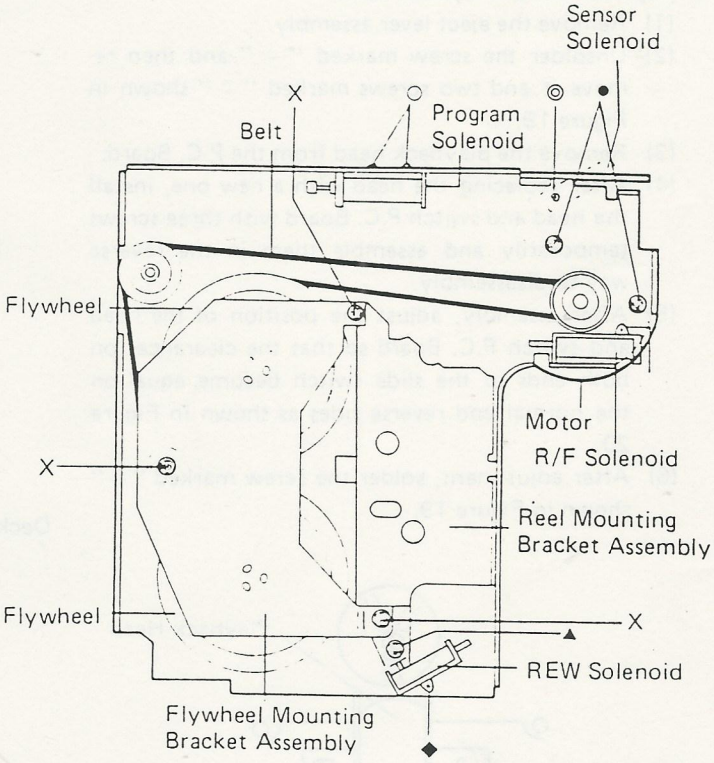

Figure 22
(1) Remove two screws marked " ● " shown in Figure 22.
(1) Remove two screws marked " ◎ " to take off the program solenoid shown in Figure 22.
(2) After replacing the program solenoid with a new one, install it in the reverse way to disassembly.
(1) Remove the screw marked " ◇ " to take off the R/F solenoid shown in Figure 22.
(2) After replacing the R/F solenoid with a new one, install it in the reverse way to disassembly.
(1) Remove the screw marked " ♦ " to take off the REW solenoid shown in Figure 22.
(2) After replacing the REW solenoid with a new one, install it in the reverse way to disassembly.
(1) Remove the screw marked " ◎ " to take off the sensor solenoid shown in Figure 22.
(2) After replacing the sensor solenoid with a new one, install it in the reverse way to disassembly.
(1) Remove three screws marked " X " and the flywheel mounting bracket shown in Figure 22 to take off the belt and the flywheel.
(1) Remove two flywheels.
(2) Remove the screw marked " ▲ " shown in Figure 22.